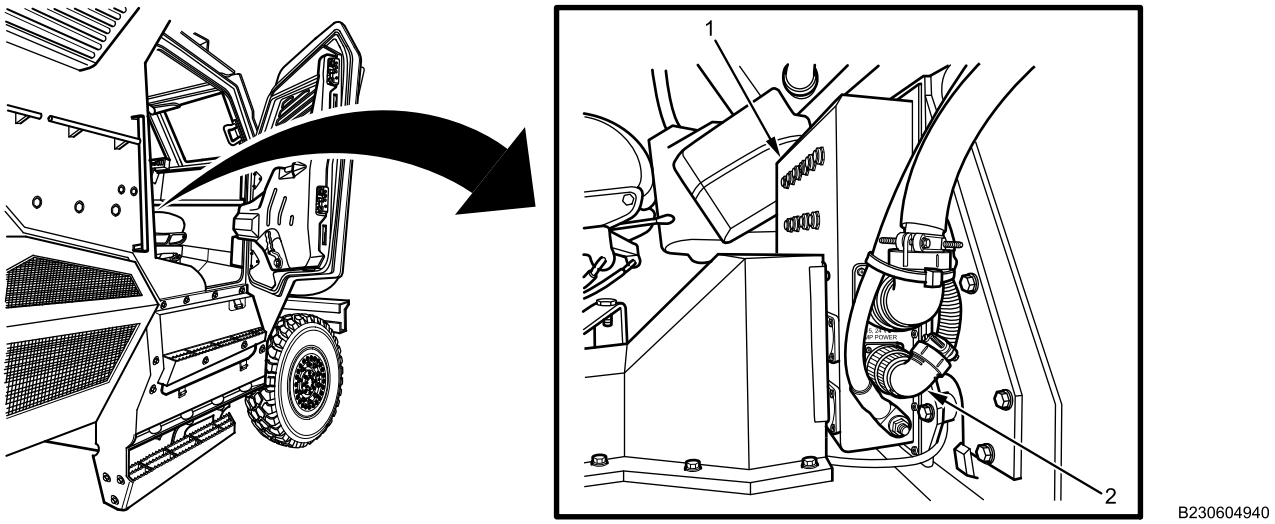

Figure 1. 24V IP Feed Wiring Harness Connector.
1. Disconnect 24V IP feed wiring harness connector (Figure 1, Item 2) from Power Distribution Module (PDM) (Figure 1, Item 1).